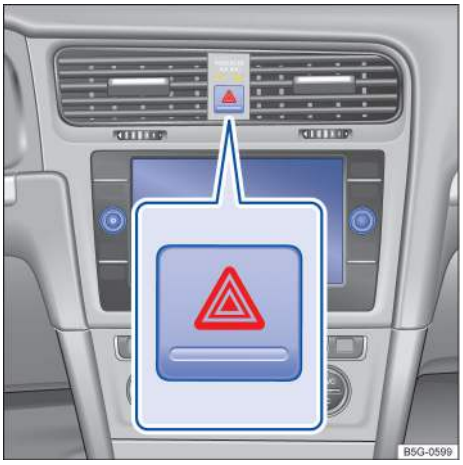

Fig. 47 In the center of the instrument panel: Button for the emergency flashers.
2. Switch on emergency flashers by pressing the ⚠ button → fig. 47.